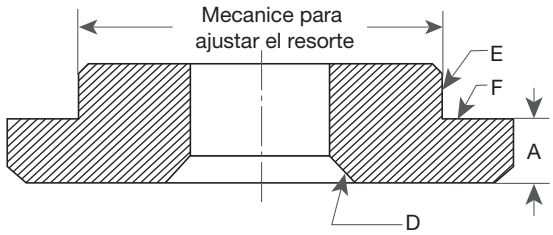

Figura 46: Válvulas de la arandela de resorte inferior F, G y H
1. Asegure el tubo eductor (40) en la base (1) expandiéndolo o introduciéndolo en el orificio provisto. El extremo superior del tubo eductor debe sobresalir por encima de la superficie de guía de la base aproximadamente 0.125” (3.18 mm) y el extremo inferior debe apuntar directa y rectamente hacia la salida de la válvula. Cuando se ensambla la válvula, el orificio en el borde exterior de la brida guía debe encajar libremente alrededor de la proyección del tubo eductor.
2. Para válvulas de orificio F, G y H solamente, mecanice la nueva arandela de resorte inferior (17) (consulte la Figura 46 y la Tabla 23).
Nota: Cuando se indique en las superficies D y E (ver Figura 46), el recorrido en la superficie F no debe exceder la lectura del indicador completo de .005 ° (.127 mm).
Nota: Cuando se indique en las superficies D y E (ver Figura 46), el recorrido en la superficie F no debe exceder la lectura del indicador completo de .005 ° (.13 mm).